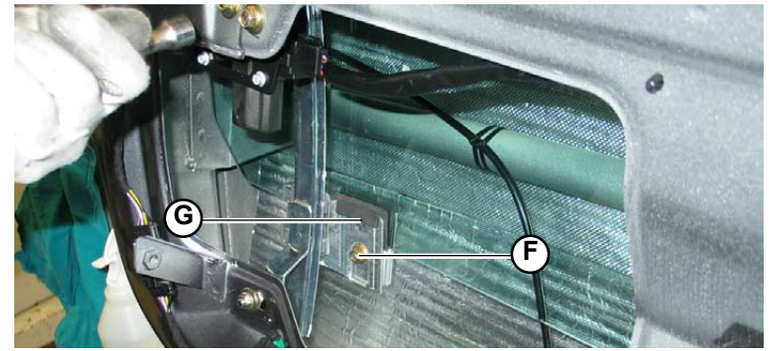

Fig.12
5. Secure the door glass by tightening the 2 screws (**F-Fig.12**) on the buffers (**G-Fig.13**) (one screw for each buffer).